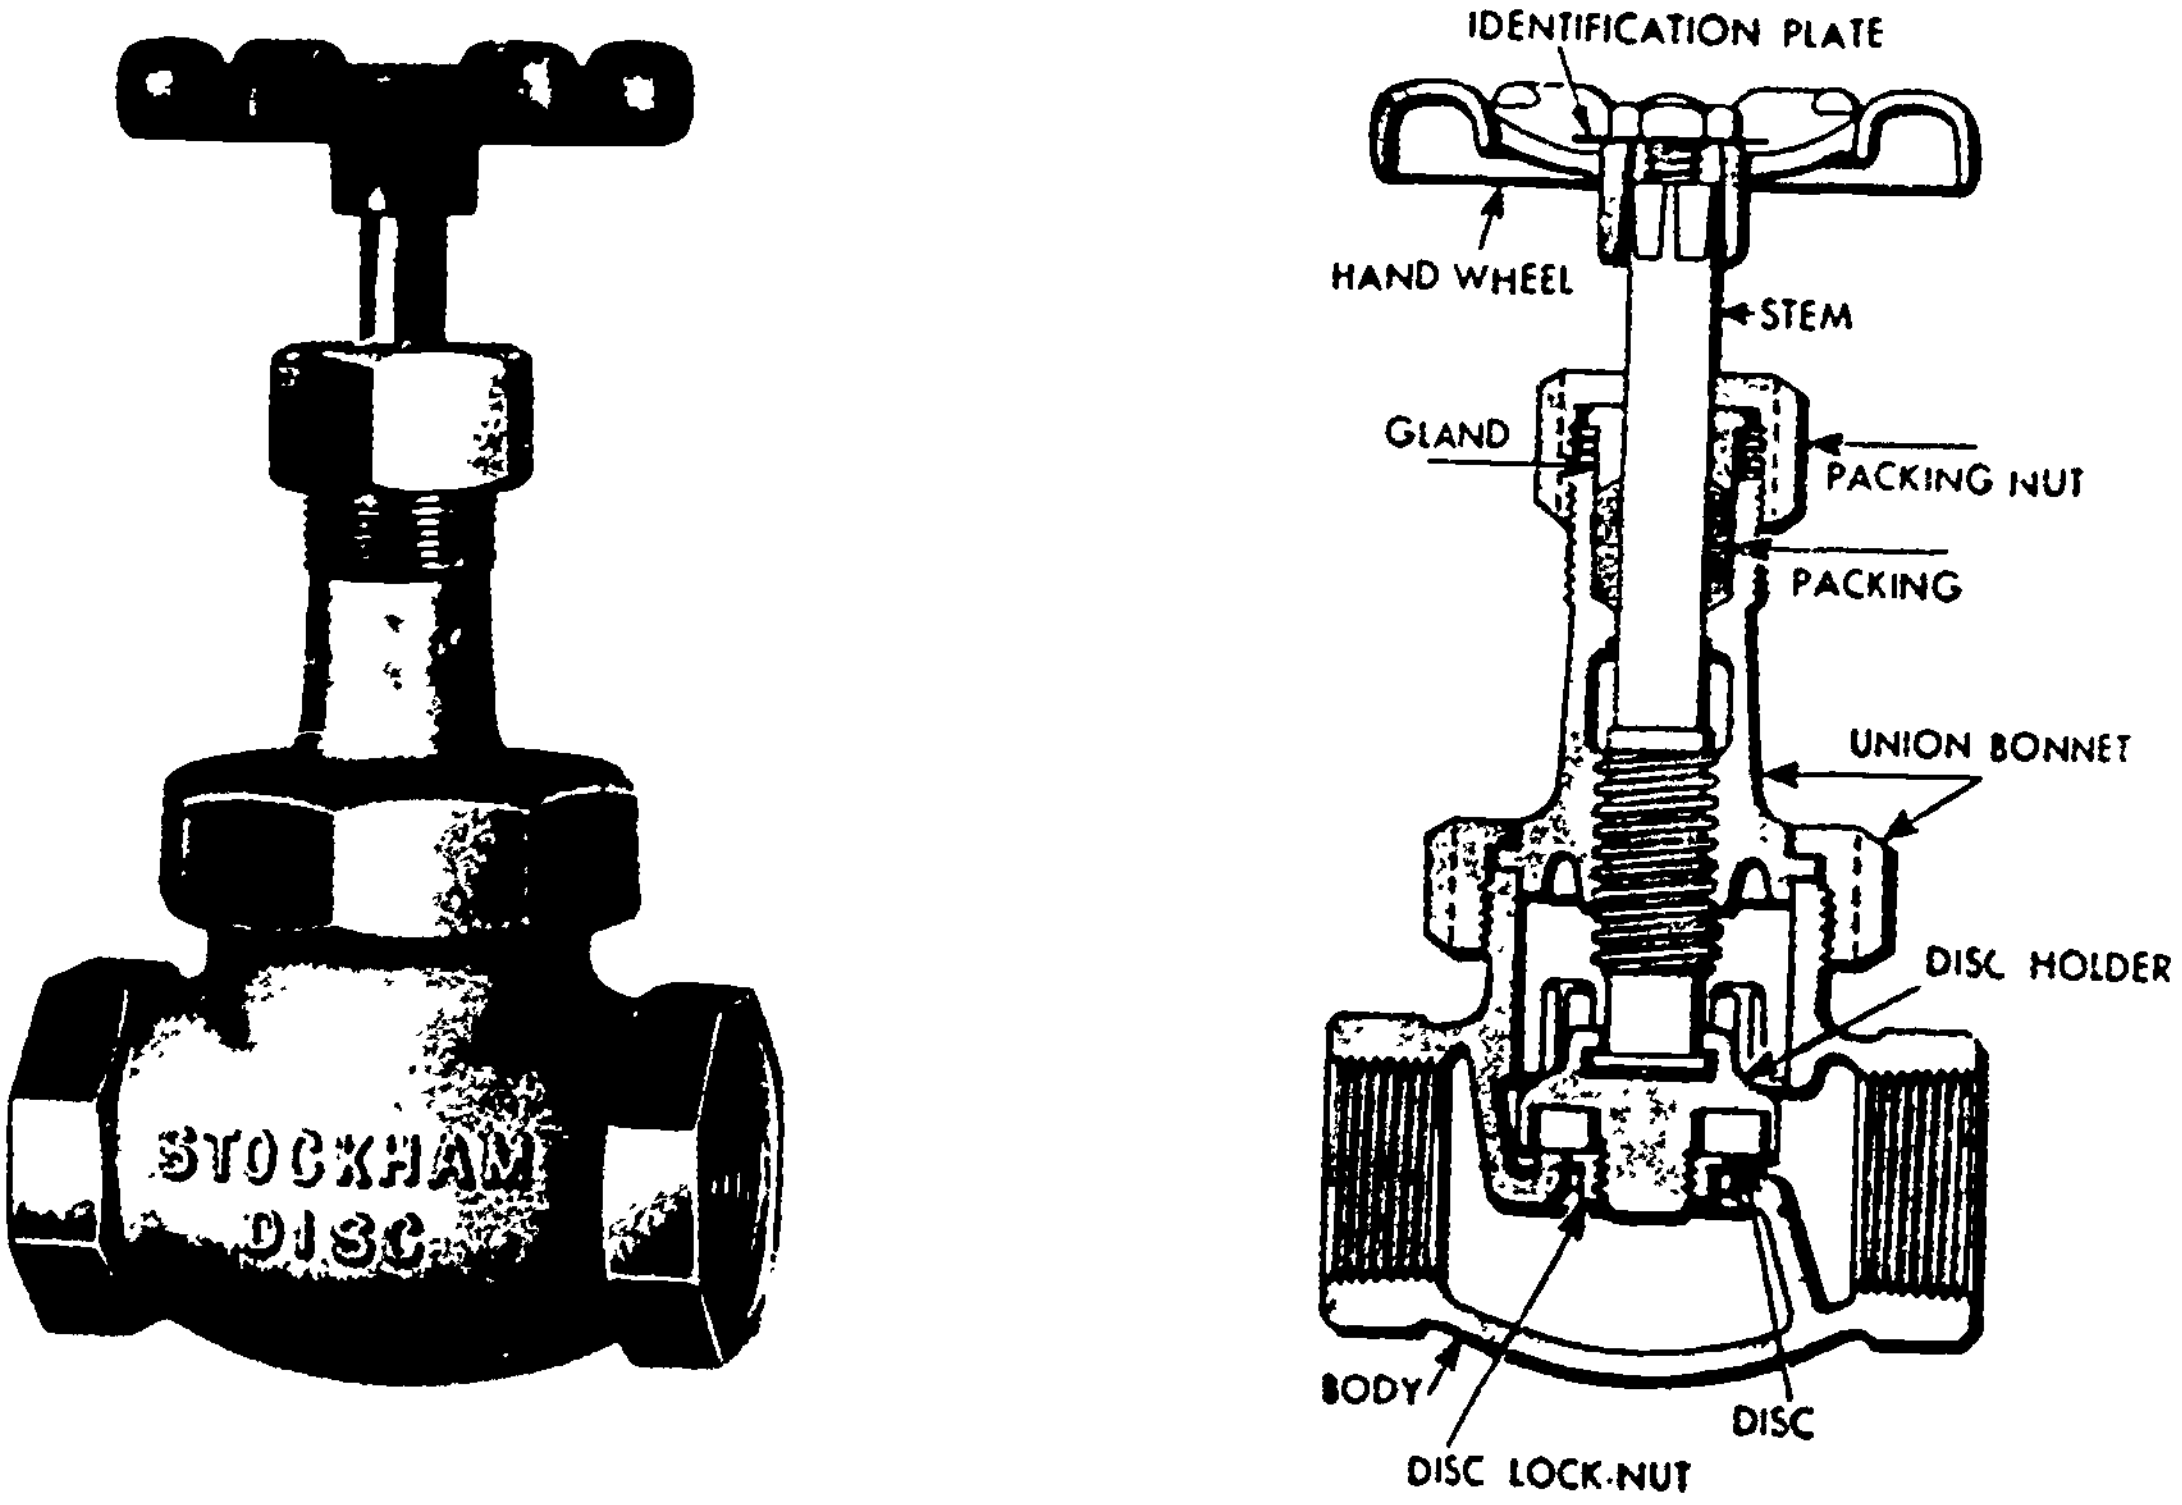

Fig. 18.34 Globe valve
18.263 *Globe Valves* (Fig. 18.34)
What is unique about the globe valve is its internal design (Figure 18.34). This design enables the valve to be used in a controlling mode The valve seats are not subject to excessive wear when partially opened like the gate valve. After extended use, the valve may not have a positive shutoff but it will still be effective in throttling flows. Procedures for operating and maintaining globe valves are similar to the procedures outlined for gate valves in Section 18.262